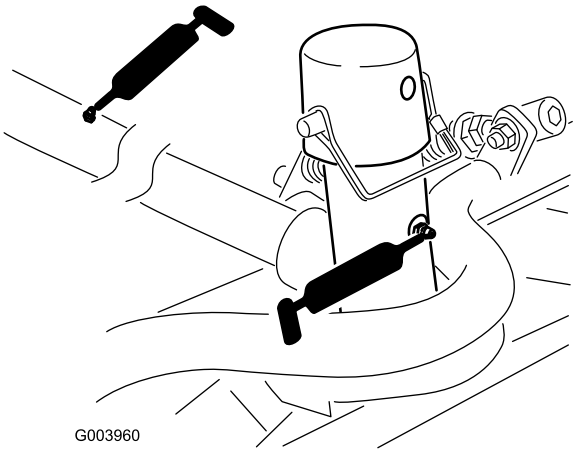

Figur 44
- Klippeenhedernes bæreramme og drejetap (2 hver) (Figur 44)